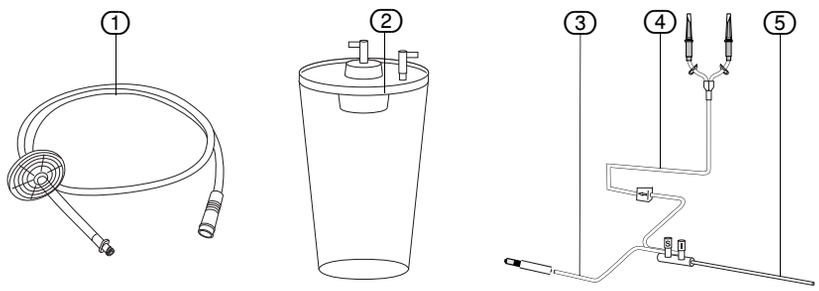
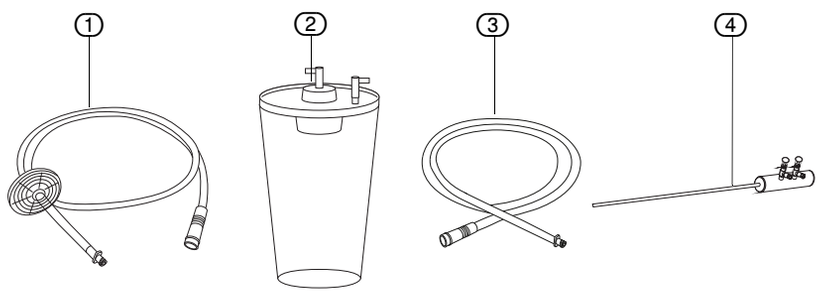

Abb. 5-14 Saugsystem mit Saug-/Spülinstrument
Abb. 5-15 Saugsystem mit Standardinstrument
1. Entfernen Sie den Spülschlauch (4) von dem Instrument (5) (siehe Abb. 5-14 "Saugsystem mit Saug-/Spülinstrument" oder Abb. 5-15 "Saugsystem mit Standardinstrument").
2. Entfernen Sie den Saugbehälter (3) von dem Spülschlauch (4).
3. Entfernen Sie den Vakuumschlauch (1) von dem Saugbehälter (3).
4. Entfernen Sie den Hygienefilter von dem Vakuumschlauch (1).